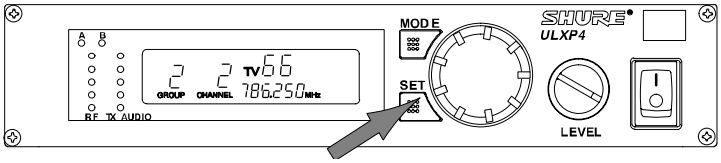

FIGURE 40
4. To tune the receiver to the new Group, press the SET button. An open Channel in this Group will automatically be scanned and saved in the background. The display will then return to the default mode, as shown in Figure 40. If you choose not to accept the receiver’s recommended Group, rotate the control knob to the right to scroll through the list of scanned groups.